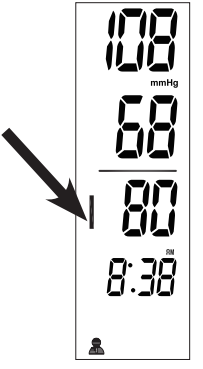

Fig. 3
5. When the measurement is complete, the cuff will automatically deflate and your blood pressure measurement and pulse reading results will show on the display screen at the same time, Fig 3.
6. The Hypertension Indicator will indicate your reading range on the display, Fig 3. See page 21 for information regarding interpreting the Hypertension Indicator results.